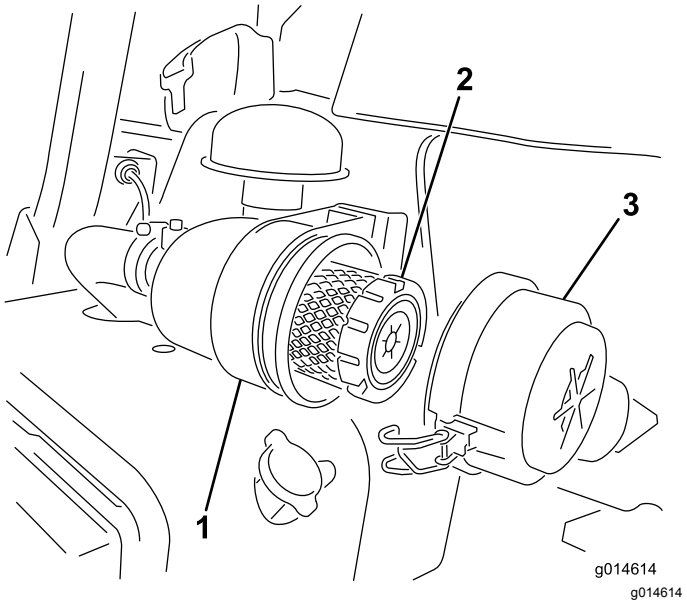

Rysunek 45
1. Zwolnij zaczepy mocujące pokrywę filtra powietrza do obudowy filtra powietrza (Rysunek 45).
6. Zamocuj za pomocą zaczepów (Rysunek 45).